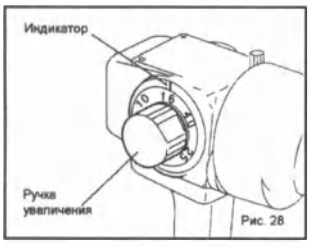

Рис. 28
1. Общее увеличение настраивается поворотом ручки увеличения. Размеру установленного увеличения соответствует число под индикаторной линией (см. рис. 28). Диапазон выбора увеличения: 6.3×, 10×, 16×, 25× и 40×.